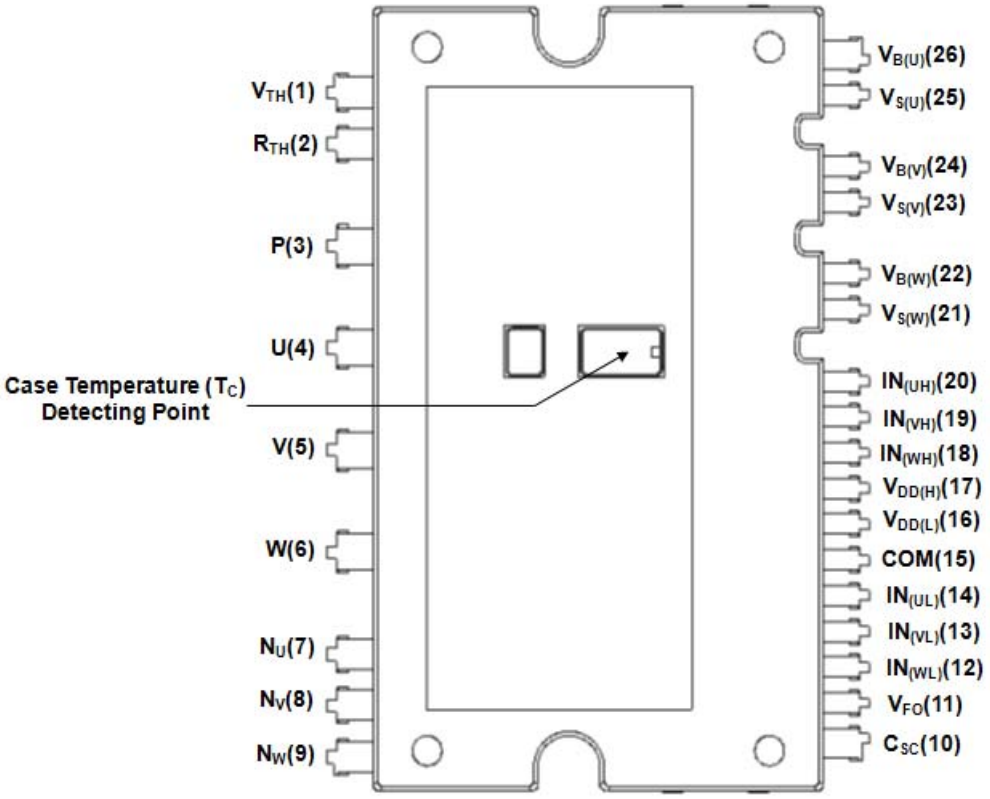

Figure 2. Top View
5. For the measurement point of case temperature (T_C), *please refer to Figure 2.*